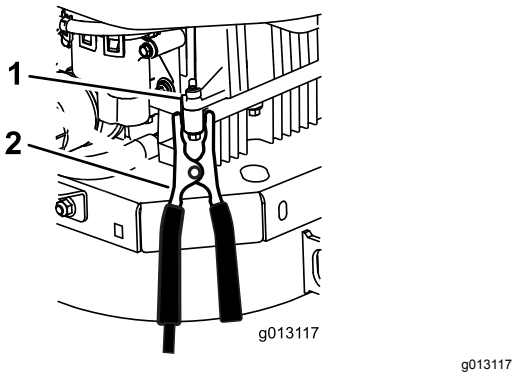

Figur 50
6. Gör den sista anslutningen till det urladdade batteriet på maskinens **motorblock** (ej på batteriets minuspol), på avstånd från batteriet, och gå därefter undan (Figur 50).